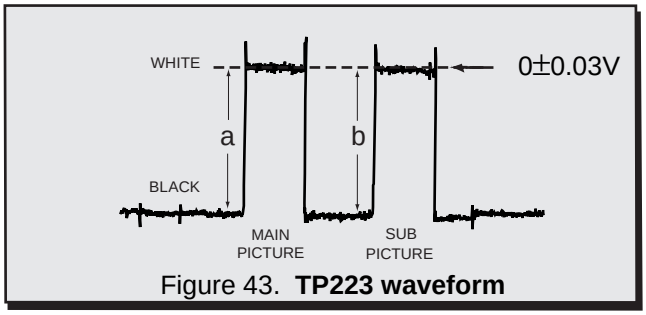

Figure 43. **TP223 waveform**
2. In Serviceman Mode adjust “Y DRV” data so that the amplitude “b” is same level as “a”, within 0±0.03V.(See Fig. 43).